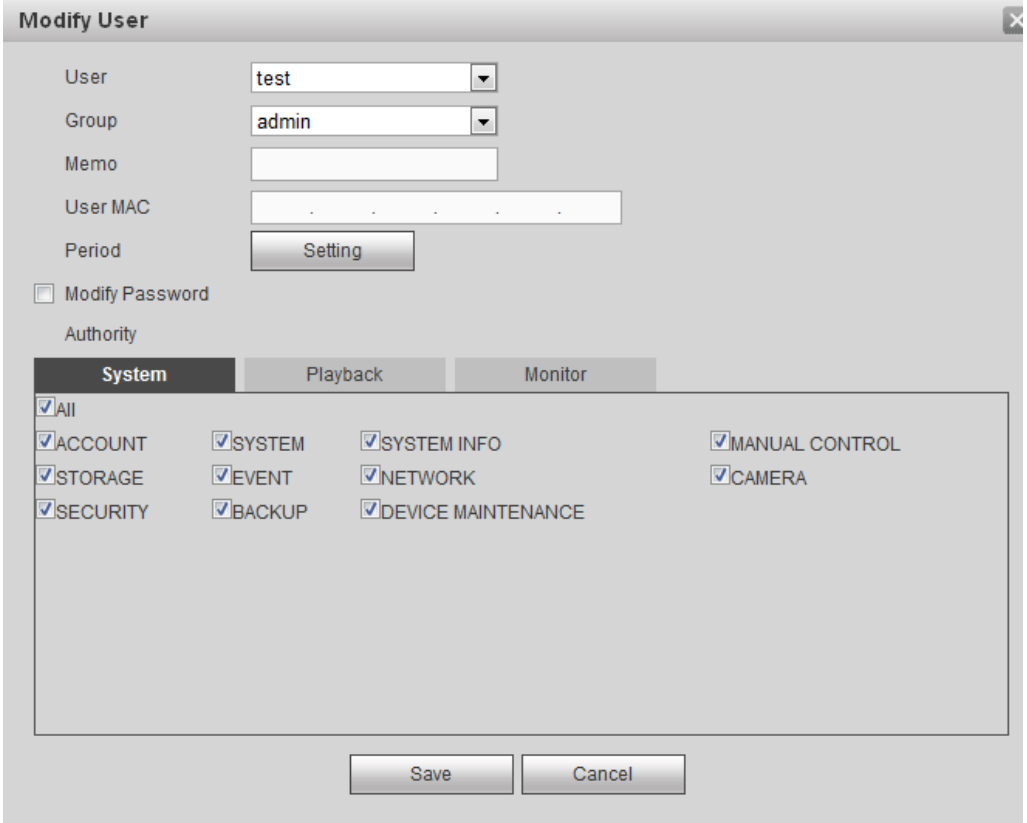

Figure 5-134
Step 1 Select a group and then click . See Figure 5-134.